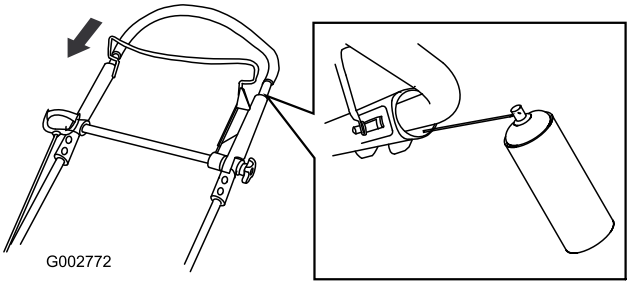

Figuur 34
2. Duw de bovenste handgreep helemaal naar beneden en spuit het binnenste plastic oppervlak van de buitenhendel in (Figuur 34).